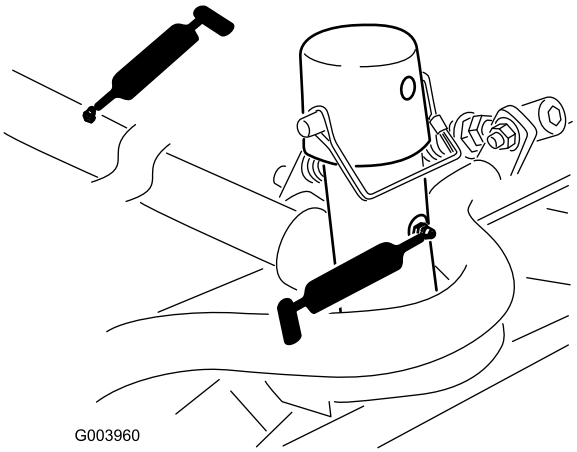

Figur 43
- Klippeenhedernes bæreramme og drejetap (2 hver) (Figur 43)